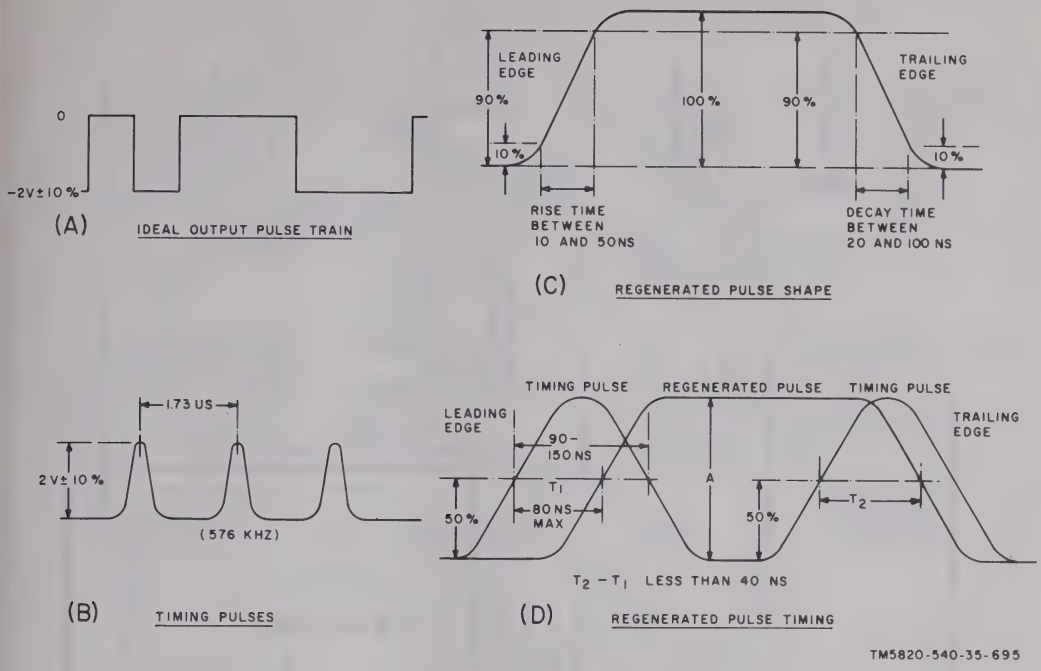

Figure 4–390. Pcm output pulses, oscilloscope display
1. The rise time should be between 10 and 50 nanoseconds and the fall time between 20 and 100 nanoseconds (C, fig. 4–390).